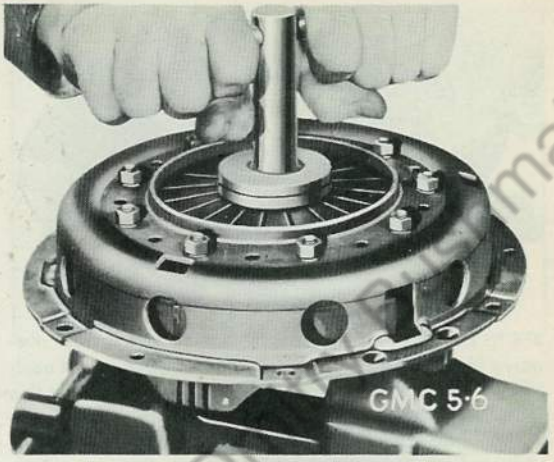

Fig. 7 Compressing Diaphragm Spring
3. Tighten compression screw as shown in Fig. 7 all the way down to relieve diaphragm spring pressure from bolts.
4. Remove the nine (9) retainer bolts and lock washers which attach cover to spring. Tap lightly on cover a few